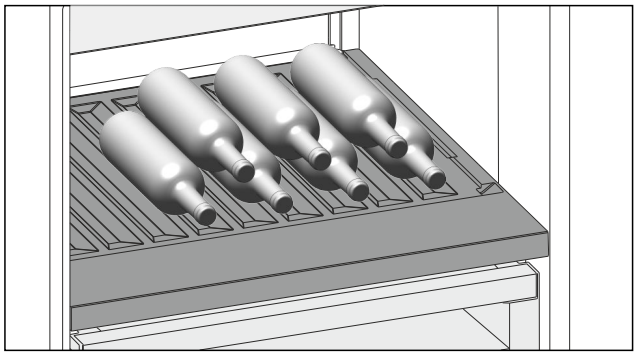

Fig. 177 Beispielhafte Darstellung
▶ Flaschen mit dem Boden nach hinten zur Rückwand einlegen. (siehe Fig. 177)